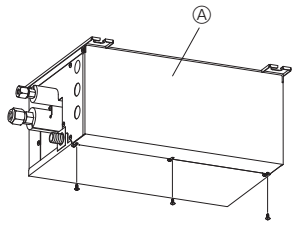

Fig. 9-1
1. Retirer les vis du cache. (Fig. 9-1)